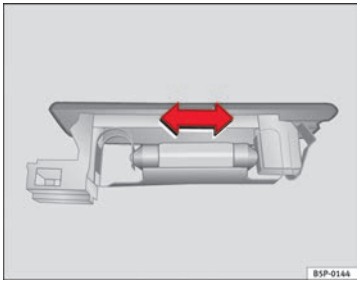

Fig. 172 Luggage compartment light
– Press the bulb sideways and remove it from its housing ⇒ Fig. 172. ■